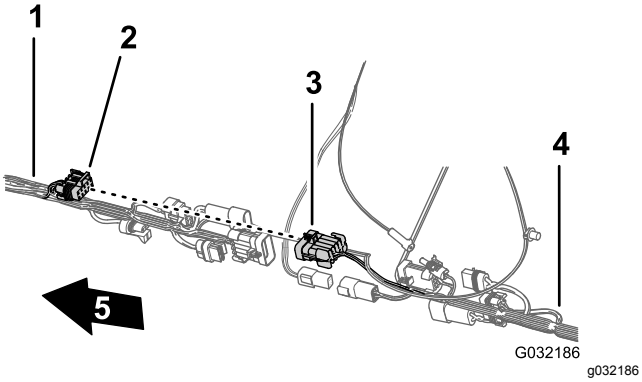

**Figur 115**
2. Tilslut konnektoren med 10 sokler på det forreste ledningsnets sprøjtetilslutning til konnektoren med 10 ben fra bageste ledningsnets sprøjtetilslutning (Figur 115).